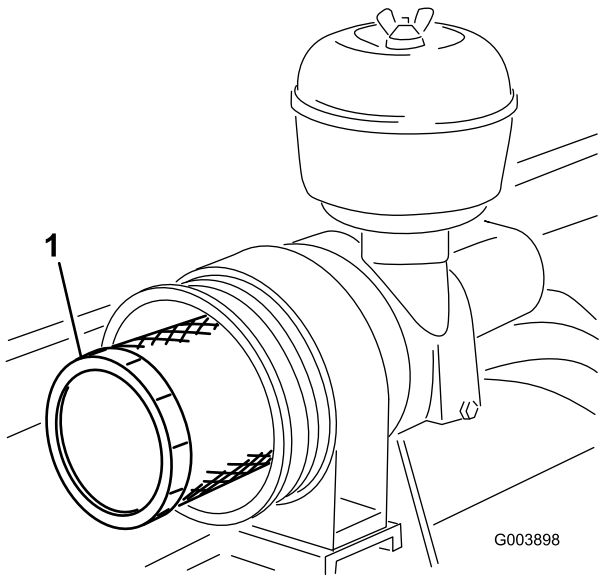

Figur 51
3. Ta bort och byt ut huvudfiltret (Figur 51).